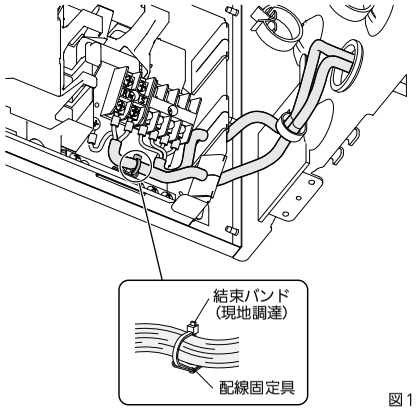

図18
- 電源線は端子接続部に張力が加わらないように、配線固定具に結束バンド(現地調達)を通し、しっかりと固定してください。(1か所)(図 18)